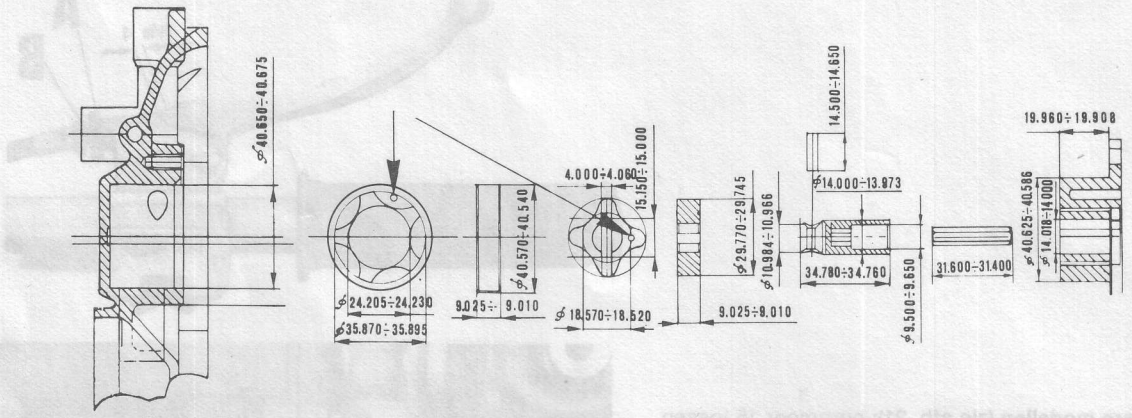

afb. 29a - afmetingen en toleranties omvormer-oliepomp
- rotors + pomphuis in distr.deksel op beschadigingen en slijtage - zie afb. 29a, b + c voor gegevens; bij beschadiging of slijtage van het pomphuis moet het distr.deksel vervangen worden, daar de buitenrotor direkt in het distr.deksel draait